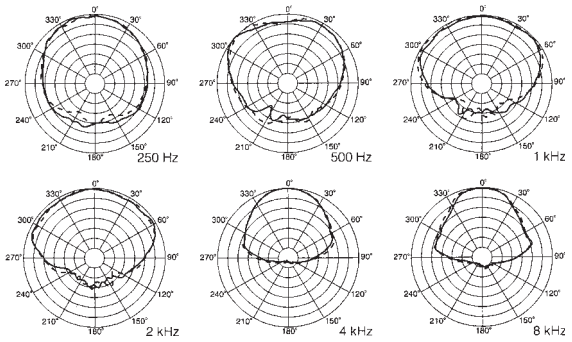

Abb. 2
- zweckentsprechende Richtwirkung (Bündelung, Polardiagramm (⇒ AV1, Abb.2 Seite 42))